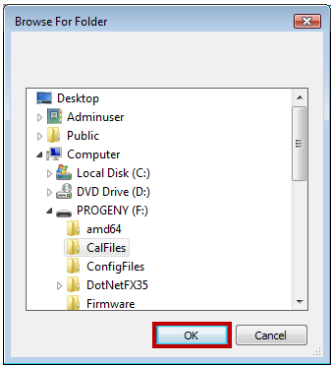

Рисунок 10: Выбор исходной папки с файлами калибровки
- Появится диалоговое окно, показанное на Рисунок 10, для выбора исходной папки файла (-ов) калибровки. Начальный выбор будет указывать на исходную папку на текущем устройстве USB. При необходимости перейдите к исходной папке файла калибровки и нажмите кнопку «OK» для продолжения.